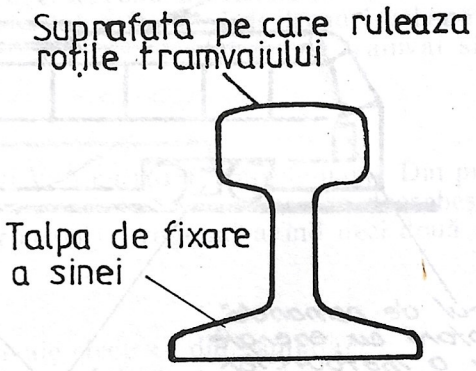

*Fig.12*
*Montajul aparent* se face pe traverse de lemn sau beton armat, (linie tip CF) (Fig.11). Şina folosită pentru montajul aparent este de tip CF fără canal (Fig.12).